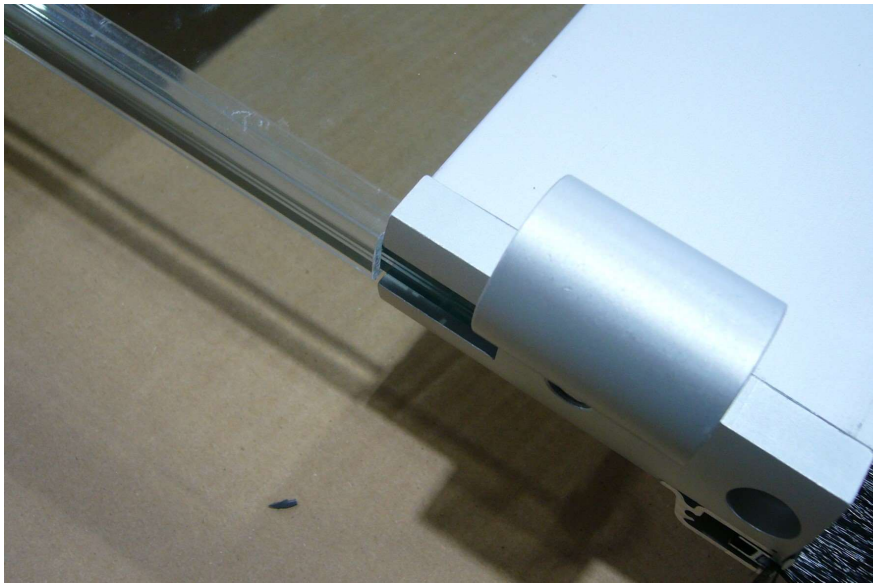

Abbildung 19
- Abbildung 19 zeigt das fertig montierte Gelenkband mit aufgestecktem Kantenschutz; es ist zu empfehlen, den Kantenschutz erst nach dem Einhängen der Flügel anzubringen, da er bei der noch folgenden Montage stören kann, beim Einhängen der Flügel kann es auch sein, dass der Kantenschutz beschädigt wird